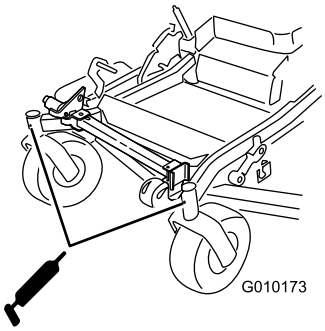

Figur 46
9. Fjern fedtfittingen fra hullet. Monter den sekskantede prop og støvhætte (Figur 46).